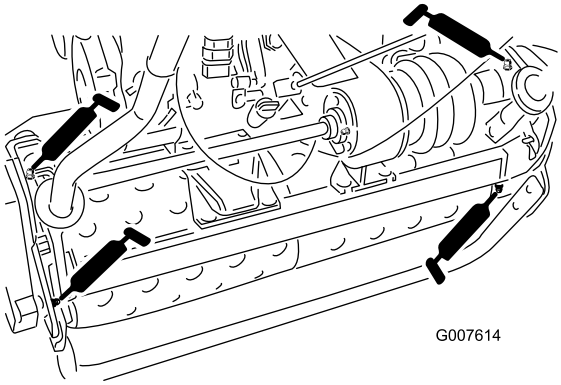

Figur 15
- to på trommelakslene (Figur 15)
- tre på differensialen (Figur 15)